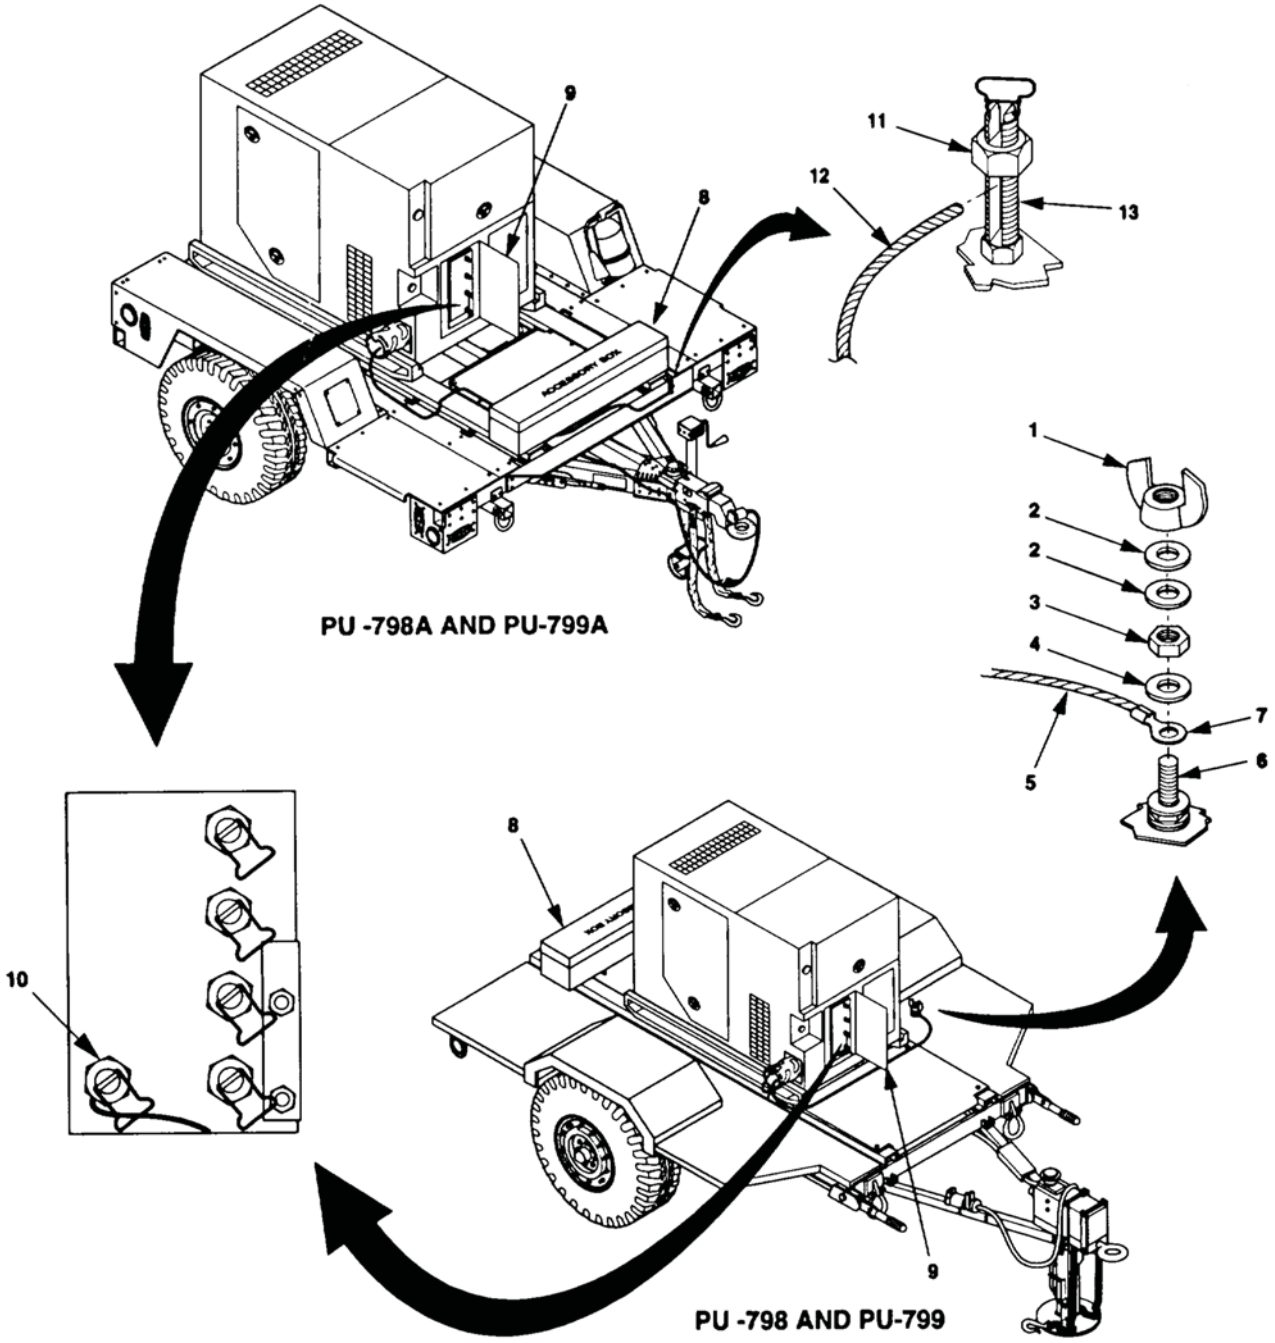

Figure 2. Installation of Ground Wire.
2. Remove wing nut (Figure 2, Item 1), two flat washers (2), hex nut (3), and flat washer (4) from ground stud (6).
3. Retrieve generator ground wire (5) from accessory box (8).
4. Place ground wire terminal (7) on ground stud (6).